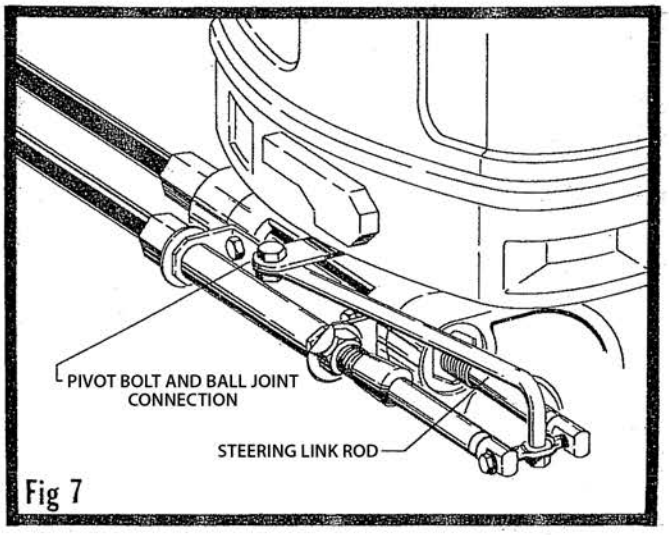

Fig 7
B. Lubricate steering link rod pivot bolt and ball joint with a rust preventive. Install steering link rod to bottom side of engine steering arm using pivot bolt and tighten to 20 ft./lbs. Thread locknut on pivot bolt and tighten to 20 ft./lbs. See Figure 7.